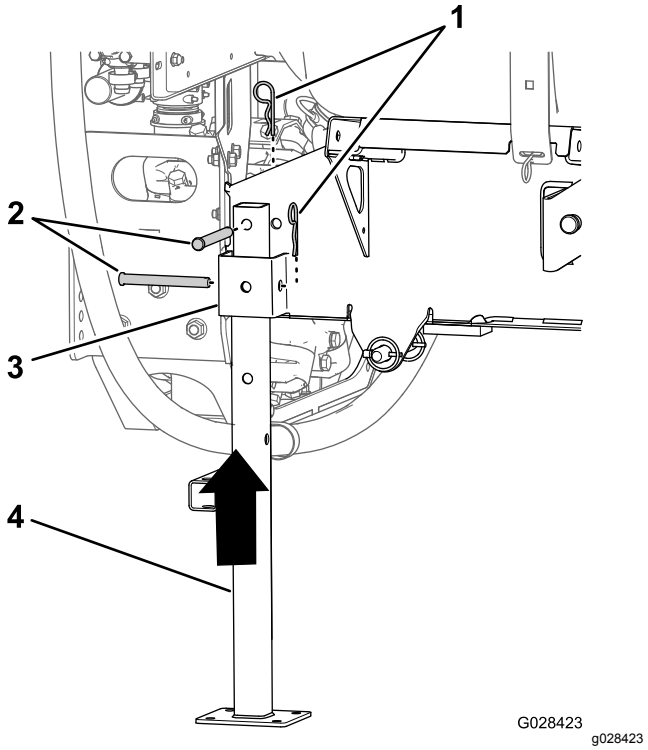

**Figur 134**
5. Rett inn bakre jekkstøtte med bakre jekkstøttemottaker (Figur 134).
6. Rett inn hullet på toppen av jekkstanden med hullet i tankens glideramme (Figur 134).
7. Fest jekkstøtten til mottakeren og rammen med to splittpinner (½ x 4½ tommer) og to hårnåler (5/32 x 2⅝ tommer), som vist i Figur 134.